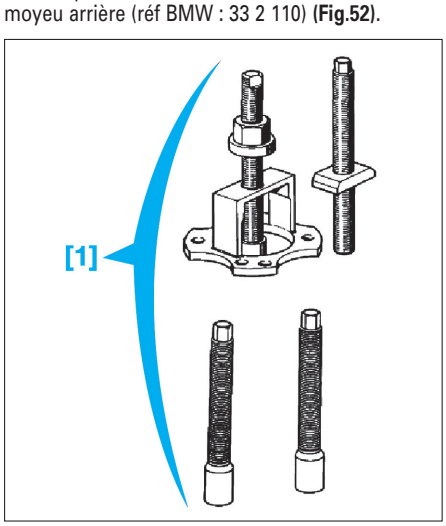

Fig. 52
- [1]. Dispositif d'extraction et d'emmanchement du moyeu arrière (réf BMW : 33 2 110) **(Fig.52)**.